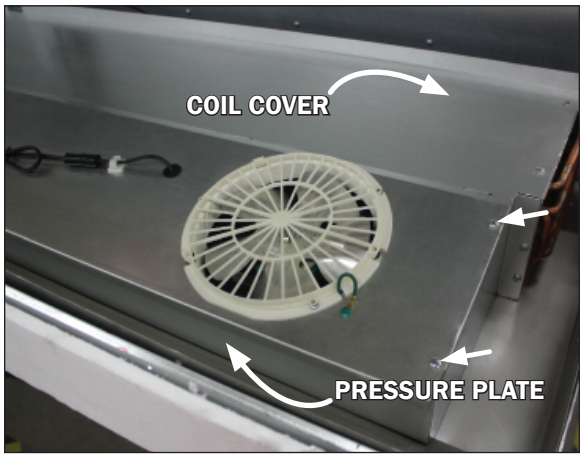
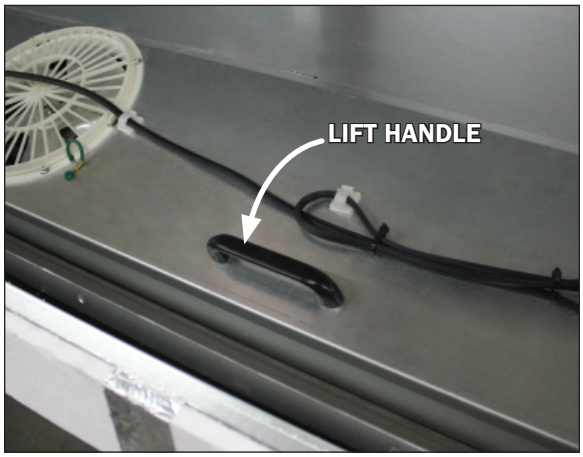
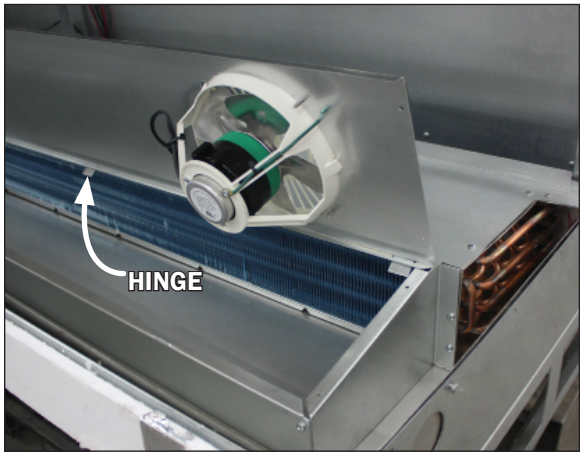
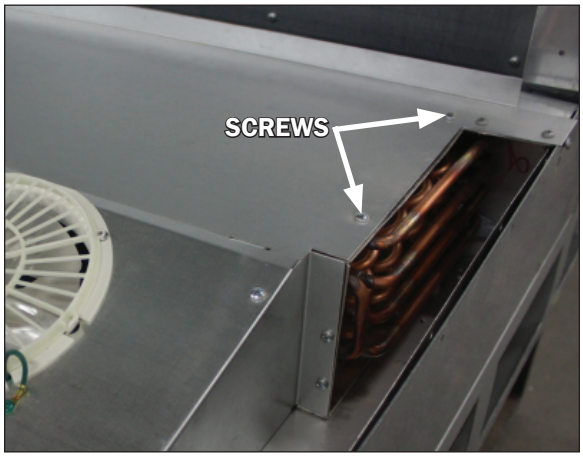

Fig. 14 Pressure plate, screw locations and coil cover (topside)
Fig. 15 Pressure plate lift handle
Fig. 16 Pressure plate and hinges (underside)
Fig. 17 Coil cover removal
2. To access the underside of the fans first remove the screws on the top ends and front sill of the pressure plate cover (Fig. 14). Lift the pressure plate by use of the provided lift handles (Fig. 15). There are hinges shared between the pressure plate and coil covers. **Note: It is recommended that more than one person lift the pressure plate.** The topside of pressure plate will rest against the topside of the coil cover, exposing the underside of the pressure plate and fans (Fig. 16).
2. Remove the top two screws at both ends of the coil cover (Fig. 17), as well as the screws from the top ends and front sill of the pressure plate cover (Fig. 14). **Be sure to save the removed screws for reassembly.**